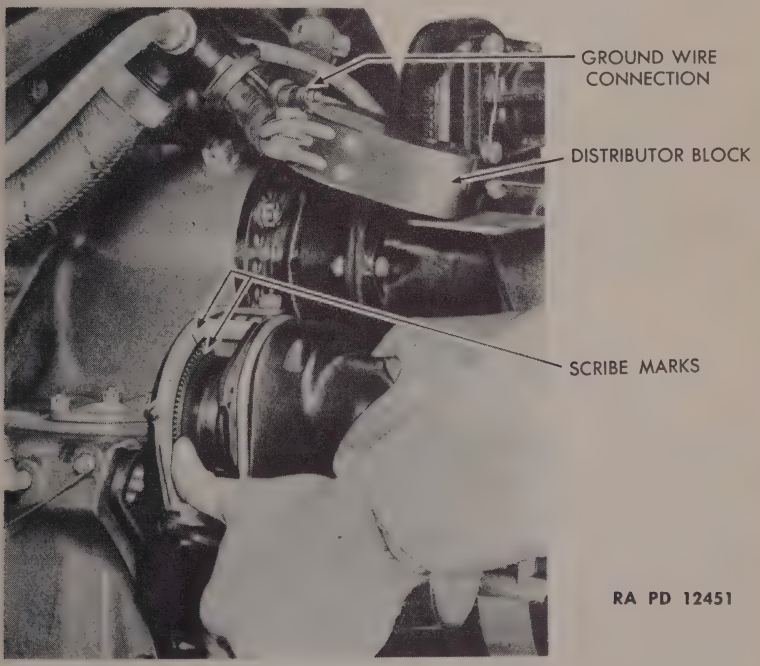

Figure 127—Holding Alinement of Scribe Marks While Installing Magneto
f. Remove the cover on the magneto to be checked, by removing the safety pins from the cover latches at the bottom and by removing the bolts and cap screws at the top with a ⅜-inch open-end wrench. Unscrew the ground wire connection from the top of the magneto (fig. 127) also booster secondary wire if on right magneto. Remove the two distributor blocks from the magneto.
g. Check the scribe marks on the magneto housing and the distributor gear. If the magneto is properly timed, the single lines will be exactly in line (fig. 126). The double lines on the other side of the magneto will also be lined up. For accuracy they should be checked with a straightedge. If the marks are not exactly in line, loosen the hold-down nuts slightly and tap the magneto to the right or left to secure perfect alinement. NOTE: If the timing operation is in connection with the replacement of a magneto, line up the scribe marks on the magneto before installation, holding the alinement during installation (fig. 127).
139. FIELD METHOD OF REPLACING MAGNETO (SCINTILLA) (ENGINE IN TANK) (fig. 127).